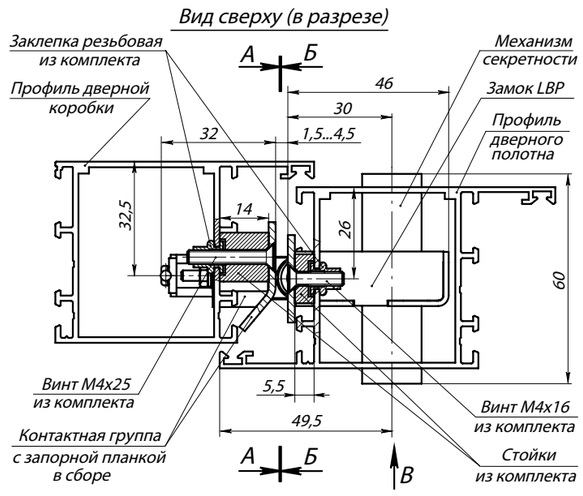

Рис. 3. Замок с контактной группой PERCo- BP2 в сборе (виды А, Б и В изображены на установочных шаблонах)
- профили дверного полотна AGS68_6863, AGS50_5213 и профили дверной коробки: AGS68_6864, AGS50_5215 (ООО «Агрисовгаз»), или аналогичные им по своему сечению (см. рис. 3).